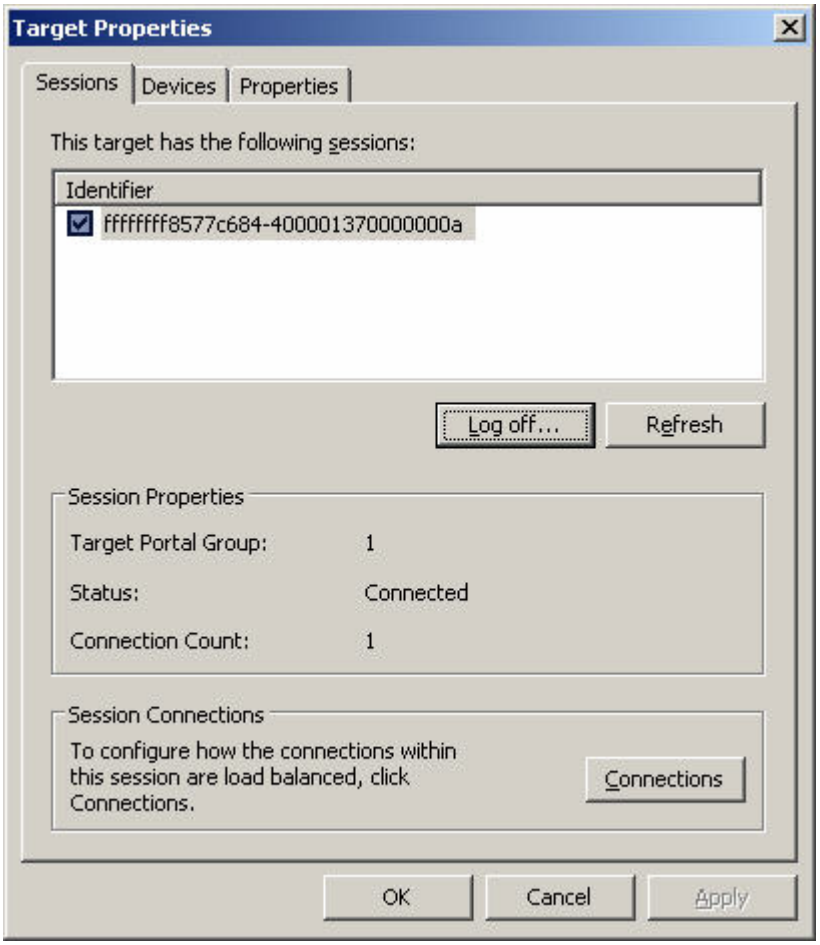

Figure D.8
1. Click **"Details"**. Please see Figure D.8.